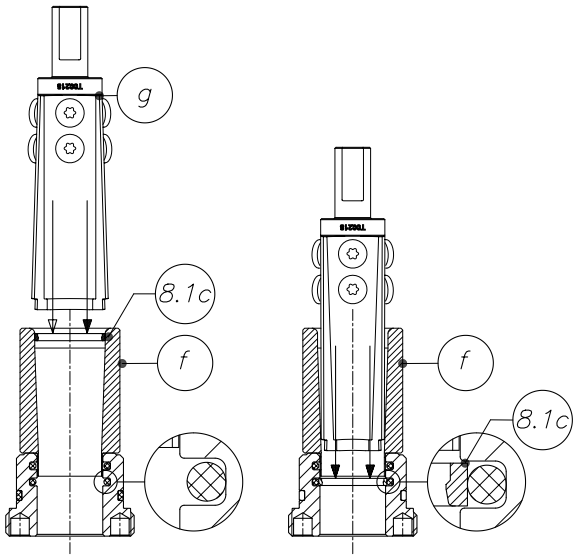

Figure 130: (z402-11) Insert the sliding ring with the press-in mandrel
13. Place the insertion bushing with long collar (pos. f) on the screw-in housing cover and push in the lower sliding ring (pos. 8.1c) with the press-in mandrel (item g). **Attention:** Observe the orientation of the sliding ring (see Fig. 130).